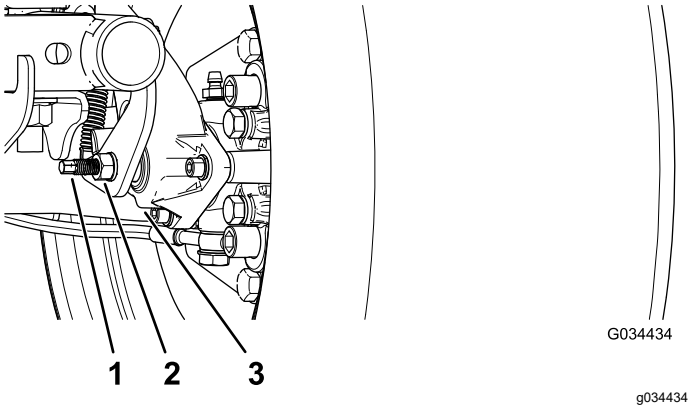

Figur 52
3. Brug to skruenøgler til at holde justeringstappen på kaliberen på plads med én skruenøgle, og løsn kontramøtrikken ¼ omgang med den anden nøgle (Figur 52).
4. Mens du holder justeringstappen og kontramøtrikken på plads, skal du dreje justeringstappen ind for at stramme (Figur 52).
5. Mens du holder justeringstappen og kontramøtrikken på plads, skal du skrue ¼ omgang ud (Figur 52).
6. Mens du holder justeringstappen og kontramøtrikken på plads, skal du stramme kontramøtrikken (Figur 52).